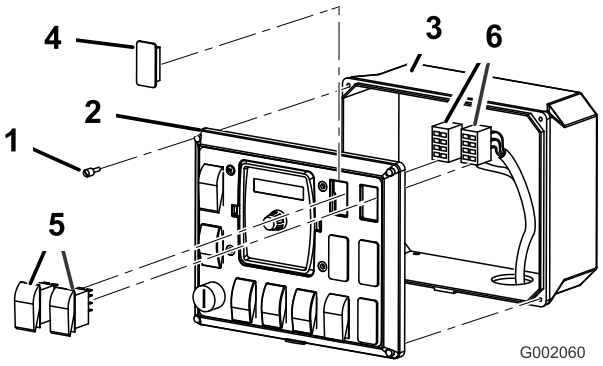

Figura 28
1. Afloje los 4 tornillos que sujetan el panel delantero a la caja de control (Figura 28).
2. Retire el panel delantero para tener acceso al interior de la caja de control (Figura 28).
3. Retire los 2 tapones del panel de control de pulverización del vehículo e instale los 2 interruptores basculantes suministrados en su lugar (Figura 28).